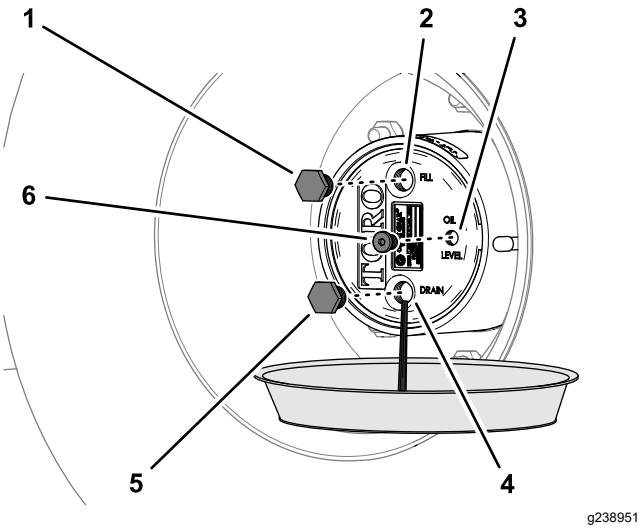

Figur 99
2. Placera ett dräneringskärl under planetväxelns nav, ta bort avtappningspluggen, påfyllningspluggen och kontrollpluggen och låt allt smörjmedel rinna ut (Figur 99).